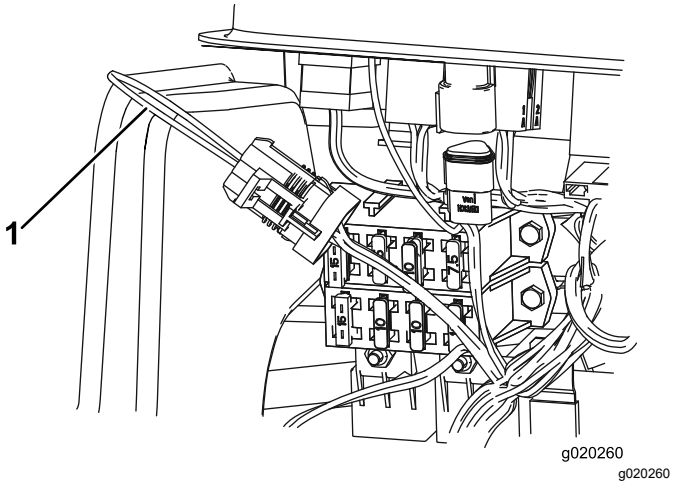

Figur 37
3. Finn ledningsfastspenneren og tilbakekoblingskonnektoren (Figur 37).